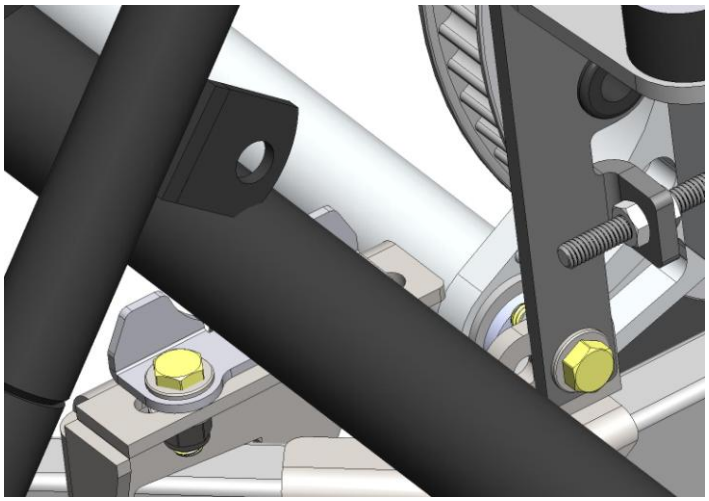

Figure 16
a. Install 3/8-24x1.25 bolts, washers and nuts through Anti-roll bar housing onto front frame. Position the anti-roll bar on the frame so that the rod ends will be about vertical when attached to the control arms. Torque to 30 ft-lb. **Figure 16**.